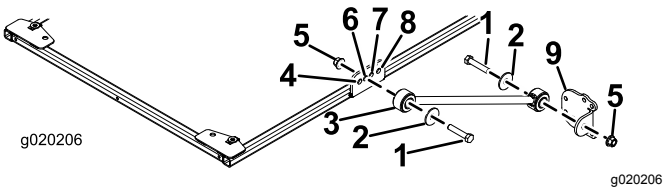

Figur 21
- På modellerne 30446, 30446N, 30447 og 30447N skal du på hver side af solskærmens ramme løst fastgøre en afstiver i det **andet** hul i afstiversbeslaget med en bolt (1/2 x 2-1/2 tommer), en spændeskive (1/2 tomme) og en flangemøtrik (1/2 tomme) som vist i Figur 21.